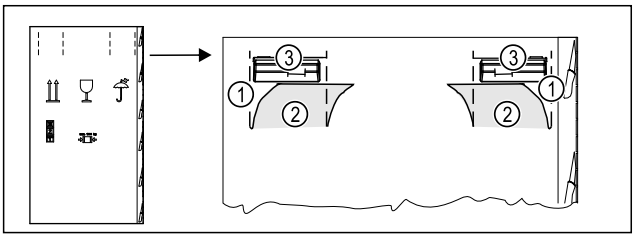

Fig. 4
▶ Vtlačte obalový karton nahoře na perforaci *Fig. 4 (1)*.
▶ Vytáhněte vtlačené spojky *Fig. 4 (2)*.
▷ Pravá a levá rukojeť *Fig. 4 (3)* je viditelná.
▶ Držte spotřebič za rukojeti *Fig. 4 (3)*.